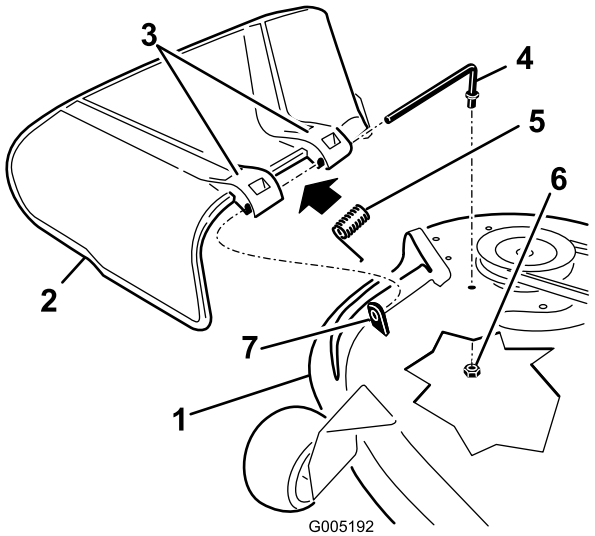

**Figur 69**
1. Finn delene som er vist i Figur 69.
2. Fjern mutteren (3/8 tommer) fra stangen under klippeenheten (Figur 69).
3. Skyv stangen ut fra den korte utstikkeren, fjæren og gressavlederen (Figur 69). Fjern den skadde eller slitte gressavlederen.
4. Skifte gressavlederen (Figur 69).
6. Plasser fjæren på stangen, med enden av kablene ned, og gjennom gressavlederbrakettene. Skyv stangen gjennom den andre gressavlederbraketten (Figur 69).
7. Sett stangen inn foran på gressavlederen i den korte avstikkeren på klippeenheten. Fest den bakre enden av stangen til klippeenheten med en mutter (3/8 tomme) (Figur 69).